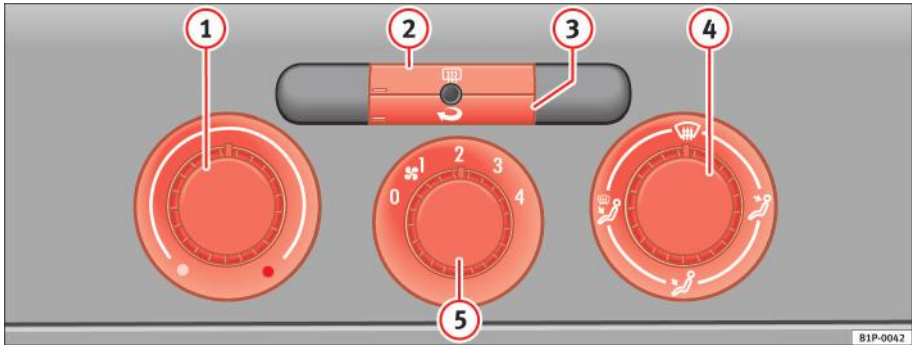

Fig. 107 Pe planşa de bord se află butoanele pentru încălzire
– Utilizând butoanele de reglare ⇒ fig. 107 (1) şi (4) şi butonul de comandă (5), puteți seta temperatura, distribuția aerului şi turația ventilatorului.
– Pentru activarea sau dezactivarea unei funcții, apăsați butonul corespunzător (2) sau (3). Când funcția este activată, indicatorul din colțul din stânga jos al butonului este aprins.